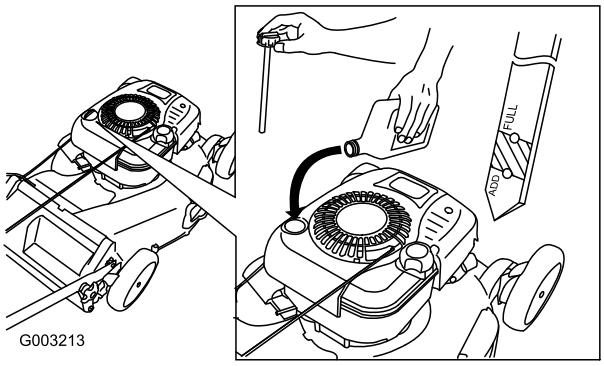

Figuur 13
1. Verwijder de peilstok uit de buis en veeg deze schoon. Schuif daarna de peilstok weer helemaal terug (Figuur 13).
2. Haal de peilstok eruit en controleer het oliepeil (Figuur 13). Als het peil onder de **Bijvullen**-markering op de peilstok staat, giet dan voldoende olie in de vulbuis totdat het peil de Vol-markering op de peilstok bereikt. **Niet te vol vullen.** (Maximale vulhoeveelheid: 0,77 l, type: SAE 30W reinigingsolie, met onderhoudsclassificatie SF, SG, SH, SJ, SL van het American Petroleum Institute (API) of hoger).